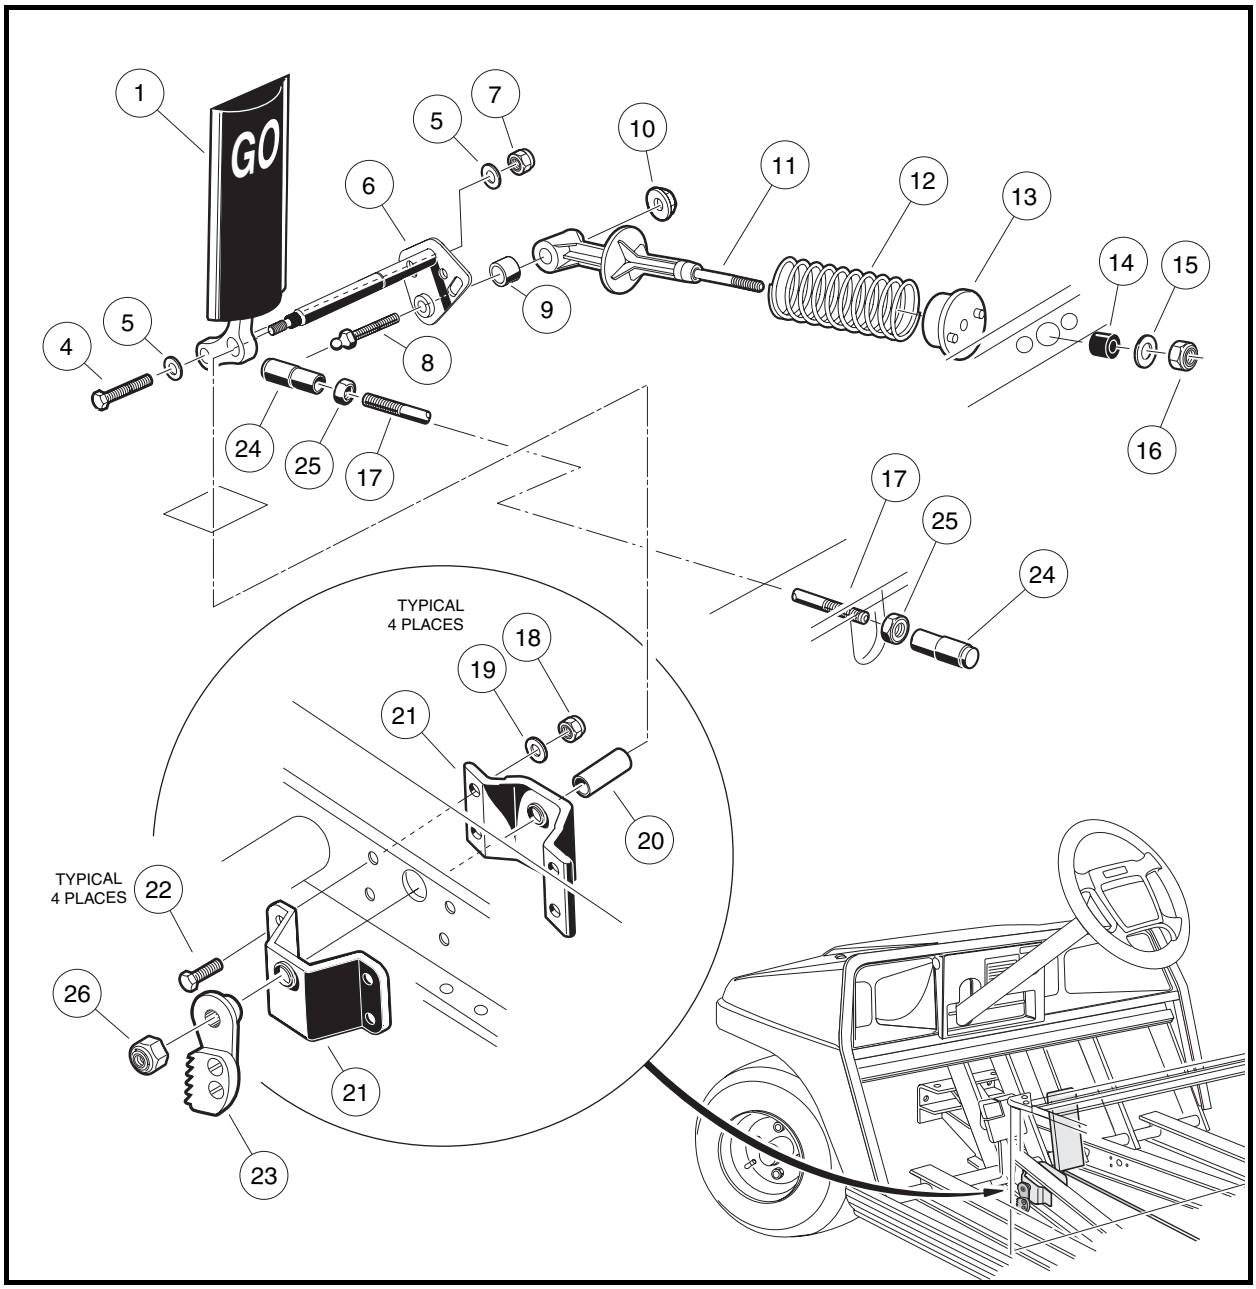

Figure 5-6 Accelerator Pedal – Gasoline Vehicles
3. Disconnect the accelerator rod assembly (17, 25, and 24) **(Figure 5-6, Page 5-7)** at the front and rear ball studs and remove it from the vehicle.
4. Use a 9/16-inch socket and 9/16-inch wrench to remove the nut (7), two washers (5), and bolt (4) securing the accelerator pedal (1) to the pivot rod (6).
5. Remove the nut (10) and ball stud (8) from the accelerator pivot rod assembly (6).
6. Slide the spring retainer (11) off of the accelerator pivot rod.
7. Inspect the pivot support bearing (9) for wear and replace if necessary.
8. Use a marker to mark the position of the park brake ratchet (23) on the accelerator pivot rod (6)**. See following NOTE.**
9. Remove the lock nut (26) from the accelerator pivot rod **(Figure 5-6, Page 5-7)**.
10. Press the brake pedal slightly and slide the park brake ratchet (23) toward the end of the accelerator pivot rod. Rotate the ratchet and remove it from the pivot rod.
11. Remove the pivot rod (6) and spacer (20) from the accelerator pivot rod supports (21).
12. Inspect the accelerator pivot rod supports (21) for wear and damage and replace if necessary. If the pivot rod supports do not require replacement, loosen, but do not remove, the four bolts (22) and lock nuts (18) to make installation of the pivot rod easier.
13. Remove the accelerator pedal (1) from the vehicle.
1. If the accelerator pivot rod supports were replaced, position the supports (21) on the vehicle frame and install the four bolts (22), flat washers (19), and lock nuts (18). Finger-tighten nuts at this time **(Figure 5-6, Page 5-7)**.
2. Insert the lower end of the accelerator pedal (1) through the floorboard and install the accelerator pivot rod (6) through the uppermost hole in the pedal.
3. Install the plastic spacer (20) on the pivot rod (6).
5. Tighten the four bolts (22) attaching the pivot rod supports to the frame to 75 in-lb (8.5 N·m).
6. Install the bolt (4), two washers (5), and a new lock nut (7) through the lower hole in the pedal and through the pivot rod. Finger-tighten nut at this time.
7. Install the ball stud (8) through the pivot rod. Install the spring retainer (11) onto the ball stud. Secure these parts with the nut (10) **(Figure 5-6, Page 5-7)**. Tighten the nut to 50 in-lb (5.7 N·m).
11. Install the nylon lock nut (26) on the pivot rod and tighten the nut to 18 ft-lb (24 N·m) **(Figure 5-6, Page 5-7)**.
12. Install the accelerator rod assembly (17, 25, and 24) **(Figure 5-6, Page 5-7)**.